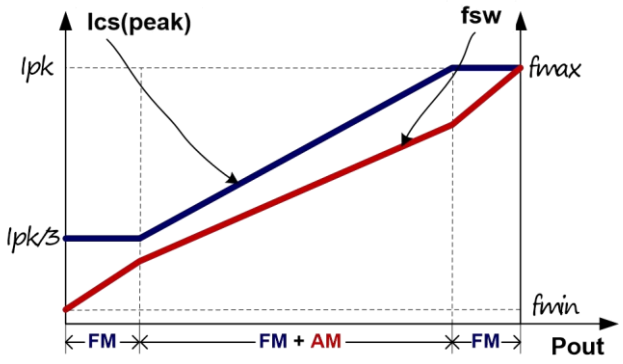

图 4
为了满足平均系统效率和空载功耗的严格要求，CM2519 采用了调频 (FM) 和调幅 (AM) 混合，如图 4 所示。